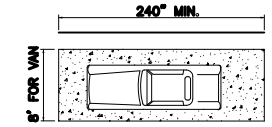

FIG. 10
4.6.5 PASSENGER LOADING ZONES. PASSENGER LOADING ZONES SHALL PROVIDE AN ACCESS AISLE AT LEAST 60" (1525mm) WIDE AND THE FULL LENGTH ADJACENT AND PARALLEL TO THE VEHICLE PULL-UP SPACE (SEE FIG. 10). IF SPACES ARE GRANGED FOR USE BY VANS, A VEHICLE PULL-UP SPACE WITH ACCESS AISLE PROVIDED WITH IT SHALL BE MARKED TO ALLOW A VEHICLE TO PULL UP ALONGSIDE THE ACCESS AISLE. ACCESS AISLES SHALL BE LEVEL WITH SURFACE SLOPES NOT EXCEEDING 1:50 IN ALL DIRECTIONS.
4.6.6 VERTICAL CLEARANCE. PASSENGER LOADING ZONES SHALL PROVIDE AN ACCESS AISLE AT LEAST 114" (2895mm) WIDE AND 20' (6096mm) LONG ADJACENT AND PARALLEL TO THE VEHICLE PULL-UP SPACE (SEE FIG. 10). IF VEHICLES ARE EXPECTED TO USE THE ACCESS AISLE, THEN THE VERTICAL CLEARANCE SHALL BE 114" (2895mm) MINIMUM. ACCESS AISLES SHALL BE LEVEL WITH SURFACE SLOPES NOT EXCEEDING 1:50 (2%) IN ALL DIRECTIONS.